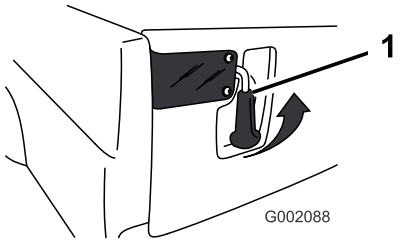

Figur 17
1. Løft opp låsen (Figur 17) for å åpne låsene på baklemmen. Låsene bøyer seg mot midten av baklemmen. Senk baklemmen sakte.